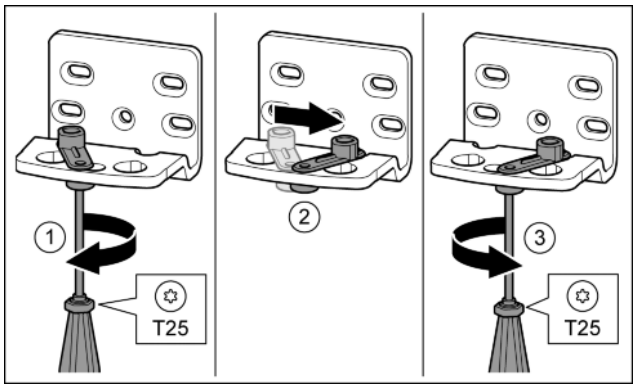

Fig. 12
- ▶ Loosen the screw using a T25 screwdriver. *Fig. 12 (1)*
- ▶ Lift the door closure aid and turn it 90° to the right in the hole. *Fig. 12 (2)*
- ▶ Tighten the screw using a T25 screwdriver. *Fig. 12 (3)*